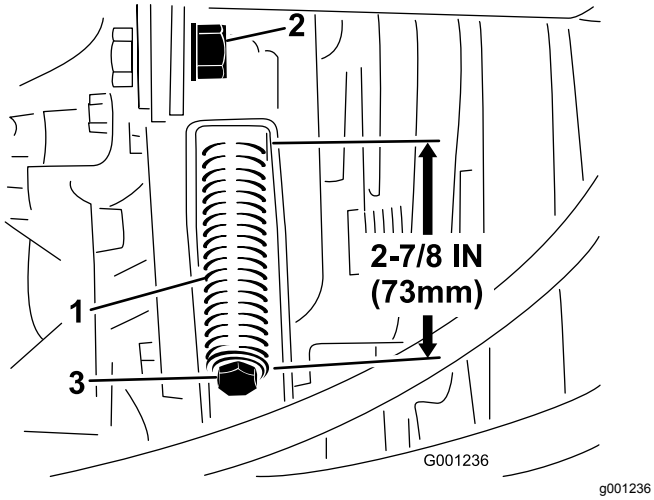

Figur 75
3. Lossa spännlockets kontramutter (Figur 75).
4. Använd en halvtums skiftnyckel för att dra åt eller lossa remspänningens fjäder (Figur 75). Justera fjädern till en längd på 73 mm.
4. Använd en halvtums skiftnyckel för att lossa remmens spännlocksfjäder (Figur 75) hela vägen.
6. Montera den nya kraftuttagsremmen och spänn remskivsfjädern till en längd på 73 mm (Figur 75).
7. Dra åt kontramuttern (Figur 75) och stäng huven.